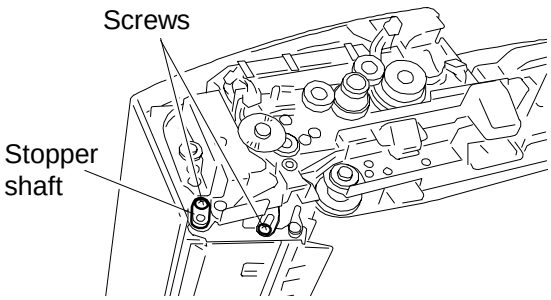

Fig. 7
6) Open the ADF, remove the 2 screws from the front face, and take out the stopper shaft. (Fig. 7)